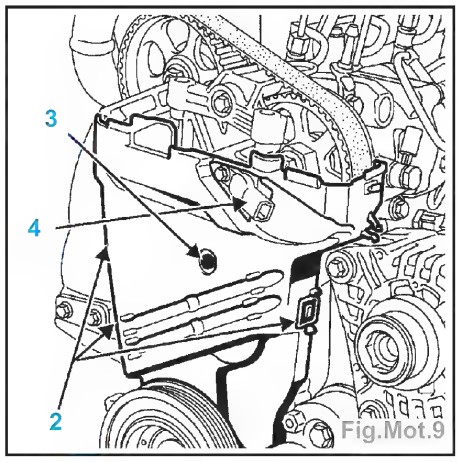

Fig.Mot.9
- le capteur de position poulie-pompe (4) (Fig.Mot.9),
- le carter inférieur de distribution en déclipsant les trois languettes (2), et en retirant la vis plastique (3).